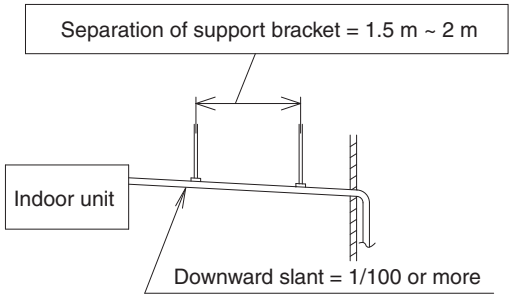

Fig. 2-36
- Make sure the drain pipe has a downward slant (1/100 or more; downward from drain port connection). (Fig. 2-36)